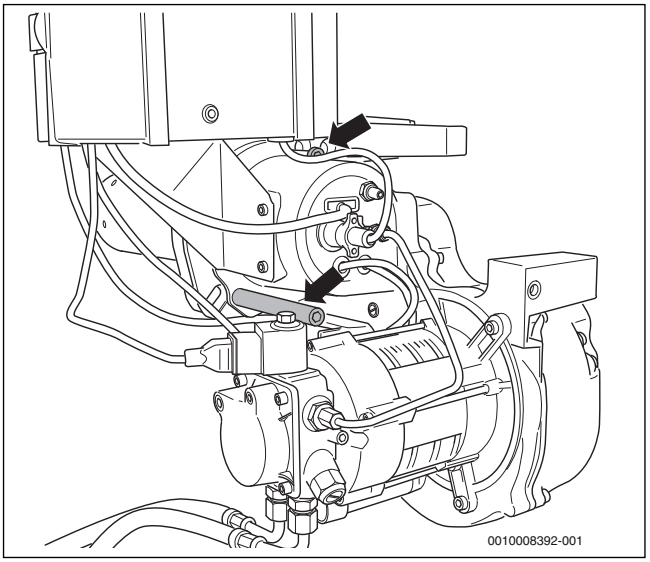

Fig. 32 Allentare le viti del fissaggio a baionetta
▶ Allentare entrambe le viti del fissaggio a baionetta (→ fig. 32, frecce).
- Applicare il bruciatore su entrambe le viti della flangia del bruciatore (→ fig. 32, freccia, pag. 20).
- Ruotare verso sinistra fino all'arresto e poi stringere di nuovo le viti di fissaggio (→ fig. 32, freccia, pag. 20).